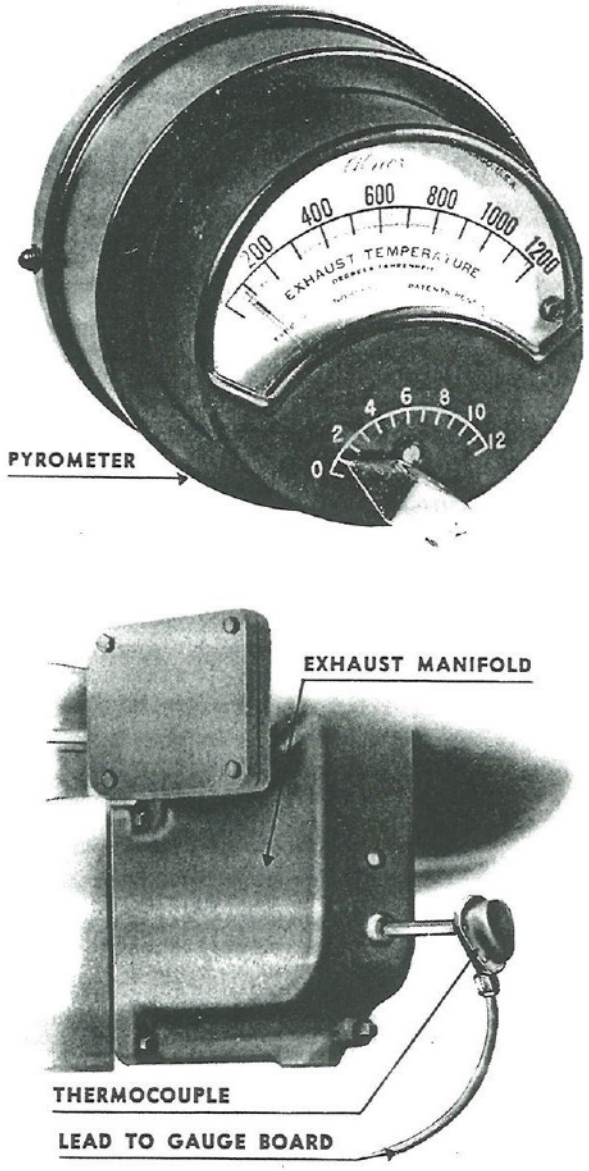

Fig. 65. Pyrometer Gauge and Thermocouple Installed on Manifold
76. PYROMETER. The pyrometer records cylinder temperatures that are too high for the ordinary thermometer. A thermocouple installed in the exhaust part of each cylinder is connected by wires to the pyrometer gauge on the gauge board, as shown in Fig. 65. Thermocouples react to heat changes, and these changes are transmitted to the gauge. The gauge is fitted with a selector switch so that it may be shifted to show the temperature in the exhaust port of any cylinder.